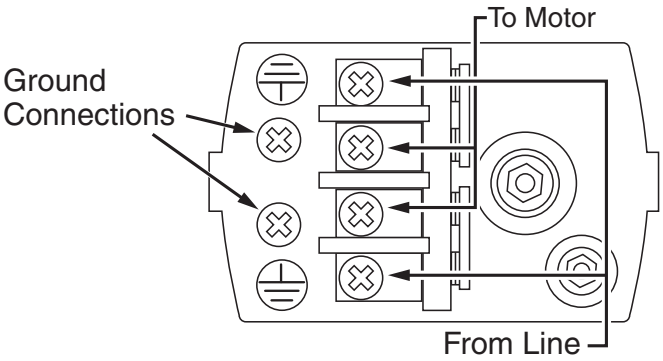

Figure 8 - Connect power supply wires to pressure switch as shown.
2. Attach power and ground wires to the pressure switch as indicated in Figure 8.
1. Connect the ground wire first as shown in Figure 8. The ground wire must be a solid copper wire at least as large as the power supply wires.
4. Connect the power supply wires to the pressure switch as shown in Figure 8.